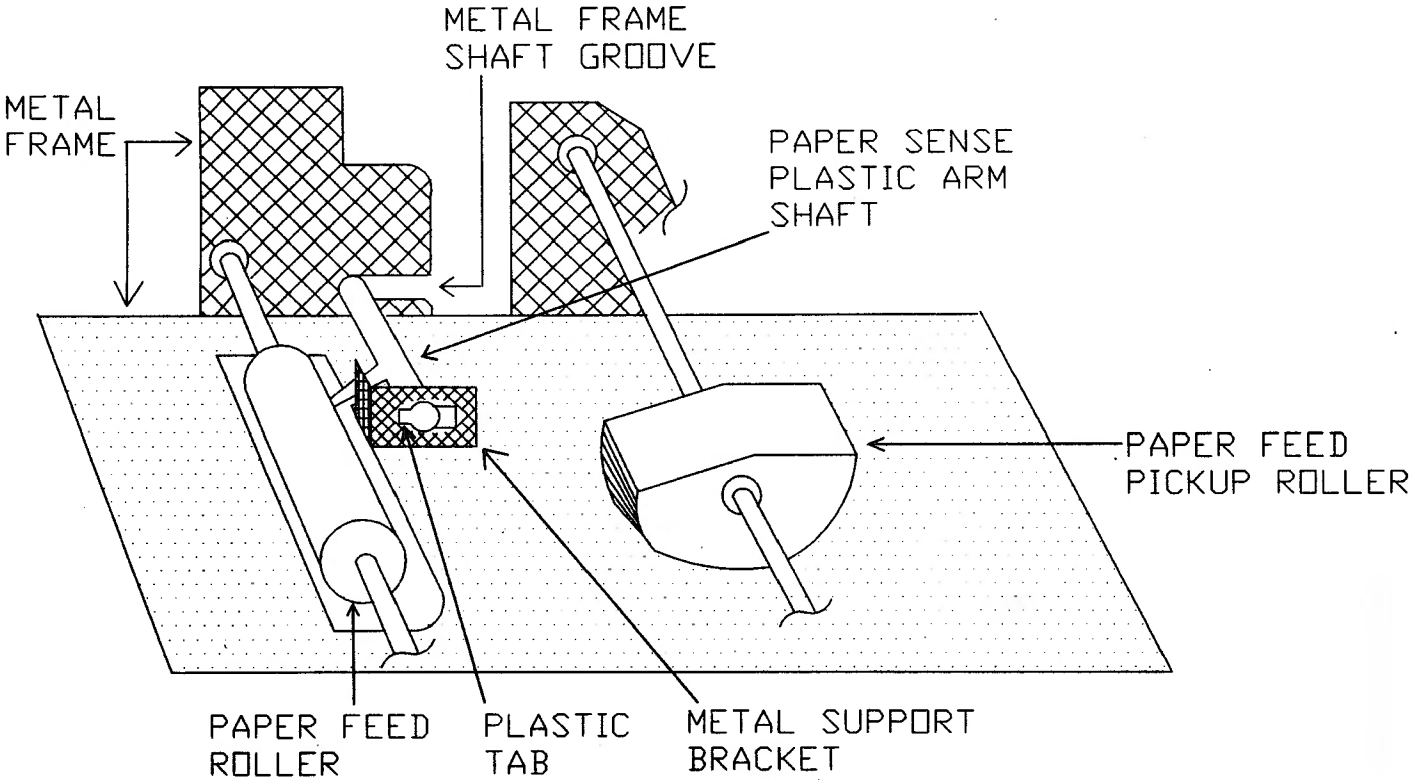

Figure 4
6. Refer to figure 4. Turn the paper feed unit upside down and orient it so that the Solenoid PCB (not shown in this figure) attached to the paper feed unit is away from you. Figure 4 shows the location of the plastic arm shaft and its supporting metal frame brackets, one of two paper feed rollers, and one of three paper feed pickup rollers. NOTE: Not all of the paper feed unit is shown in figure 4. This is only a partial diagram.
7. To hold the plastic shaft arm in place, there is a small plastic tab on the end of the plastic shaft arm that sticks through the metal support bracket (the metal support bracket is shown in figure 4 as crosshatched). This small plastic tab may rub against the bent metal support bracket. Visually inspect the tab to see if it is rubbing against the bracket. If it appears to rub, **VERY GENTLY** bend the metal support bracket towards the upright metal frame piece (also shown as crosshatched) that the other end of the plastic shaft arm inserts into **(keeping it perpendicular to bottom metal frame - in figure 4 the bottom metal frame is shown dotted).**
8. If the tab does not appear to rub, insert a straight blade screwdriver into the metal frame shaft groove (also shown in figure 4) and pry up **GENTLY**. This should allow the plastic arm shaft a little more room to rotate within the groove. It may be necessary to repeat this prying procedure several times until proper freedom of movement is achieved.